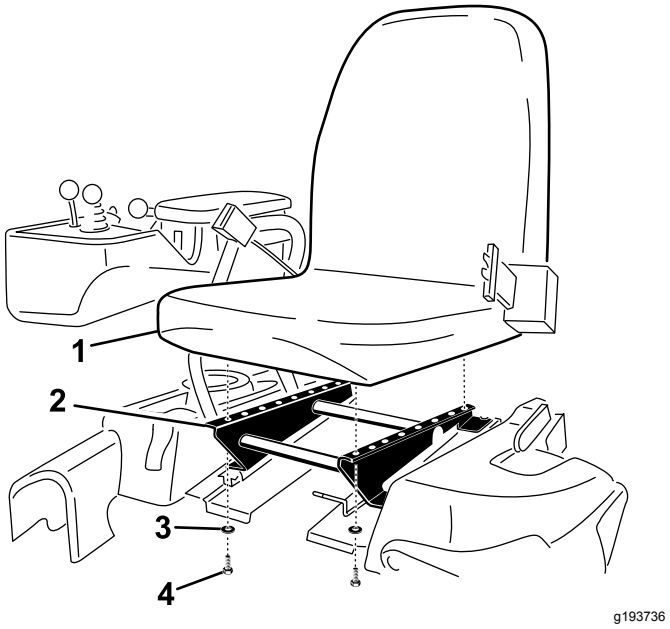

Figur 4
3. Montera sätet på sätesbasen med de fyra skruvar och brickor som du tog bort tidigare (Figur 4).